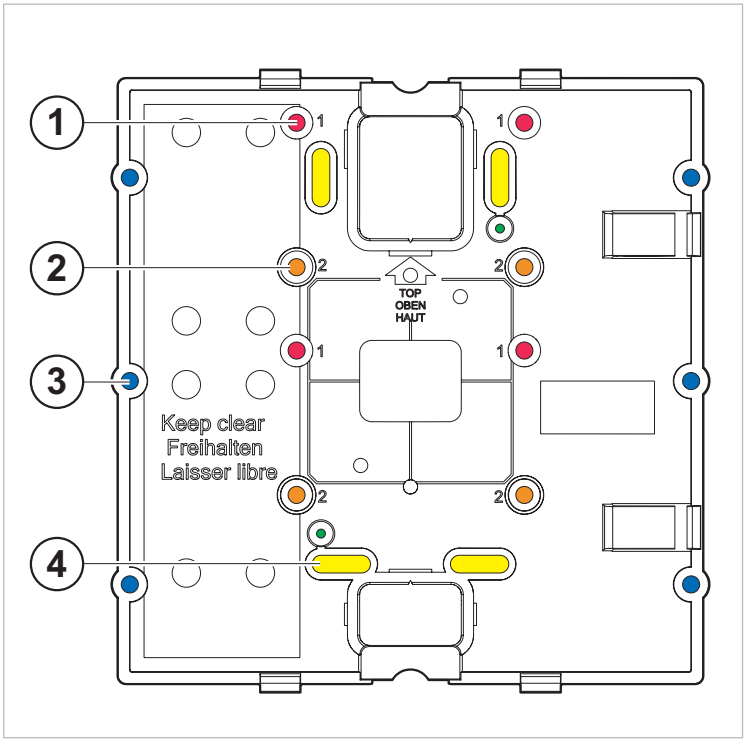

Fig. 5 Trous de vis de la plaque de fixation
2. Fixer la plaque de fixation universelle avec au moins 4 vis selon le type de montage choisi (voir «Fig. 5 Trous de vis de la plaque de fixation»).